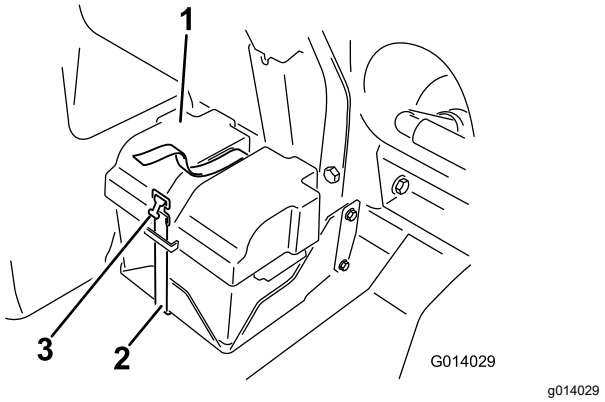

Figura 89
2. Retire a cobertura da bateria e desligue o cabo negativo (preto) do borne da bateria (Figura 89).
4. Coloque a tampa da bateria e fixe-a com a cinta que retirou anteriormente (Figura 89).